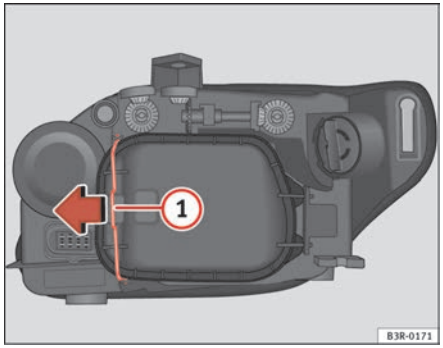

Fig. 193 Dipped headlights
Although it is not necessary, previously remove the rigid cover ⇒ page 254, fig. 193 for easier turn signal bulb changes. ■
- Move the brace ⇒ fig. 193 (1) in the direction of the arrow and remove the rigid cover, separating the brace side and then removing the two tabs from the other end of the cover.